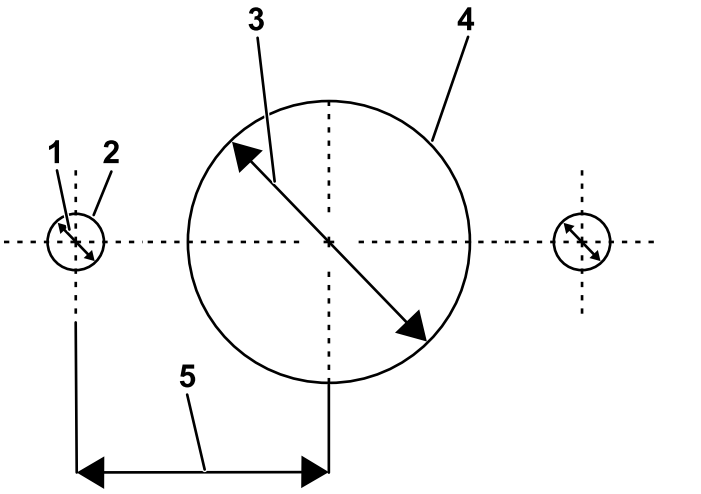

Figuur 3
2. Boor 3 gaten in deze volgorde, met de maten getoond in Figuur 3 en de middelste stip als referentie:
Belangrijk: **Zorg ervoor dat de 2 buitenste gaten symmetrisch zijn met het middelste gat (Figuur 3).**